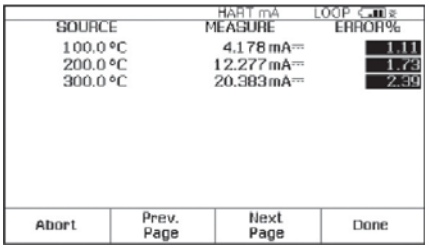

图 8.
9. DPC完成评估后，将显示测试后汇总屏幕，显示有SOURCE (输出)、MEASURE (测量)和ERROR (误差)栏。误差栏中未通过的项将以反亮显示(图 8)。按“Done”(完成)键。